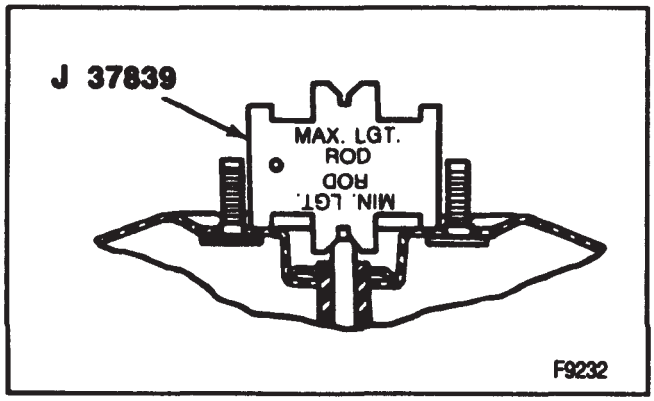

Figure 4—Gaging the Piston Rod
Measure (Figure 4)
- The piston rod using J 37839 (figure 4).